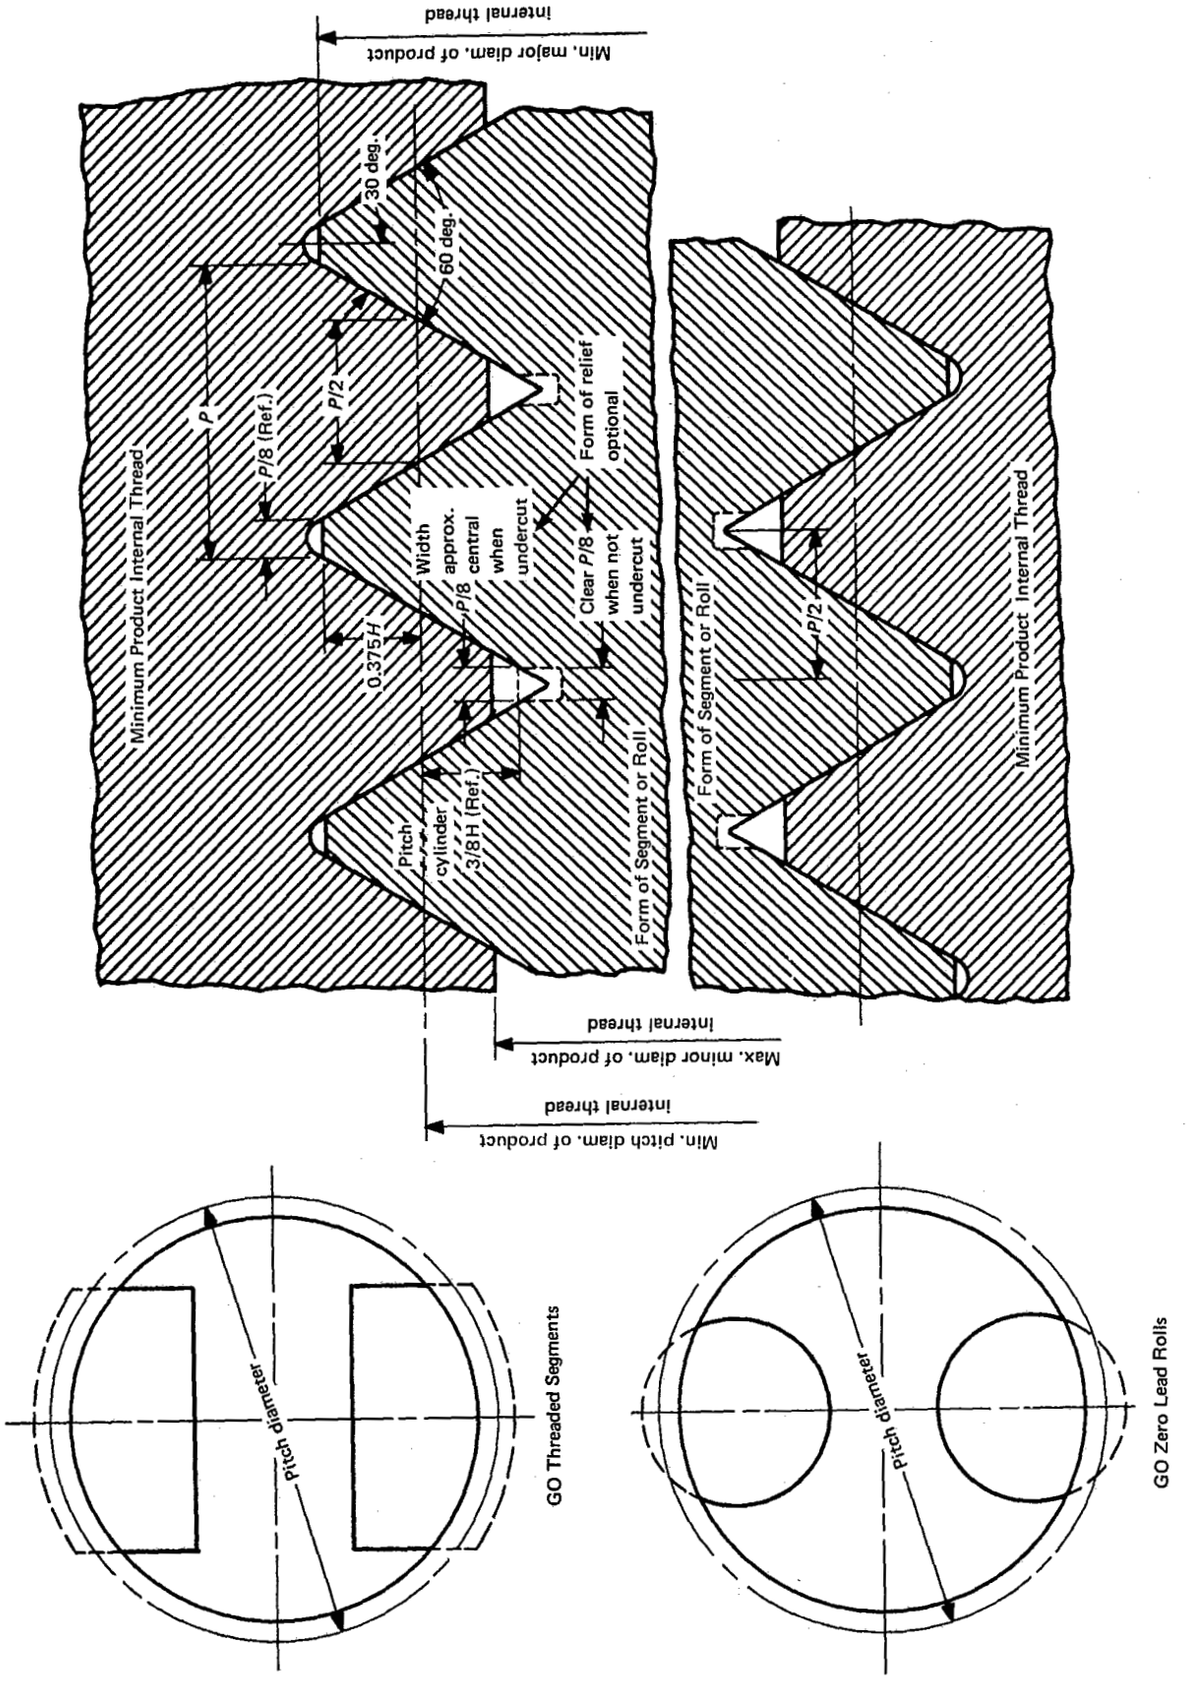

FIG. 4 THREAD SNAP GAGES — MAXIMUM-MATERIAL GO FUNCTIONAL LIMIT
4.3.2 Basic Design. The GO segments and rolls assembled into gage frames are the design of the individual gage manufacturer. The lengths of the two threaded segments and the two thread rolls spaced 180 deg. apart are equivalent to the standard plug gage blank lengths for practical and economic reasons. See Table C1 and Fig. 4. Internal product threads less than 5 mm in diameter are not practical to check with snap gages. GO thread segments shall engage 25% or more of the product circumference. The product shall be checked around circumference of thread at sufficient axial positions to check the full-thread length. Thread rolls shall be applied axially at several locations (three if possible) over the full-thread length of product. The circumference shall be checked at each position.
4.3.3 Thread Form. The specifications for thread form are summarized in Table 4 and Fig. 4.